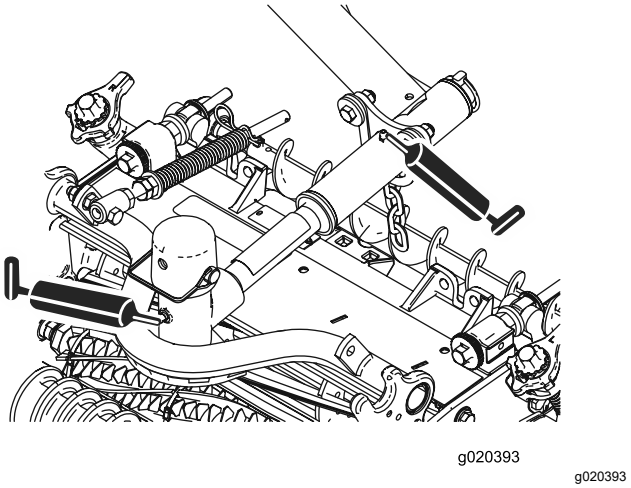

**Figuur 51**
- Draaipunten van maai-eenheden (2 elk); zie Figuur 51.